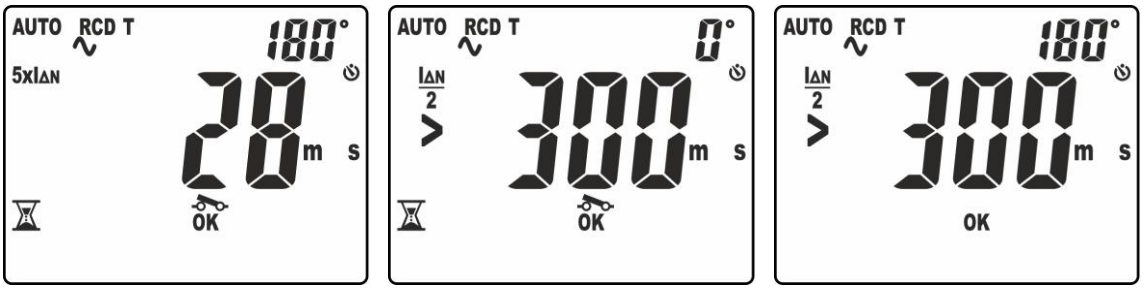

Fig. 33: Tempo de disparo no modo AUTO – Ecrã 2
13. O quarto teste é aquele que é executado com corrente de teste **5xIΔn** e polaridade **180°**. O resultado da medição parcial é apresentado no display com indicação “OK” ou “NÃO OK” (ver Fig. 33 – parte direita). O símbolo “” intermitente indica que se deve rearmar o RCD
14. O quinto teste é aquele que é executado com corrente de teste **½IΔn** e polaridade **0°**. O resultado da medição parcial é apresentado no display com indicação “OK” ou “NÃO OK” (ver Fig. 33 – parte central). A mensagem “**>300ms**” indica a saída para fora de escala do instrumento para indicar o correto não disparo do RCD nesta situação. O símbolo “” intermitente indica que se deve rearmar o RCD
15. O sexto e último teste é aquele que é executado com corrente de teste **½IΔn** e polaridade **180°**. O resultado da medição parcial é apresentado no display (ver Fig. 33 – parte direita). A mensagem “**>300ms**” indica a saída para fora de escala para indicar o correto não disparo do RCD nesta situação. A indicação “OK” ou “NÃO OK” indica também neste caso o resultado final do teste